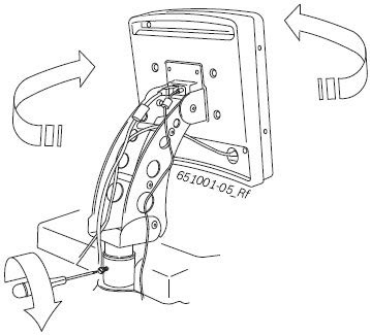

Рис. 7. Фиксирование монитора в желаемой позиции.
2. Поверните монитор в желаемое положение и зафиксируйте стойку при помощи винта (см. рис. 7).